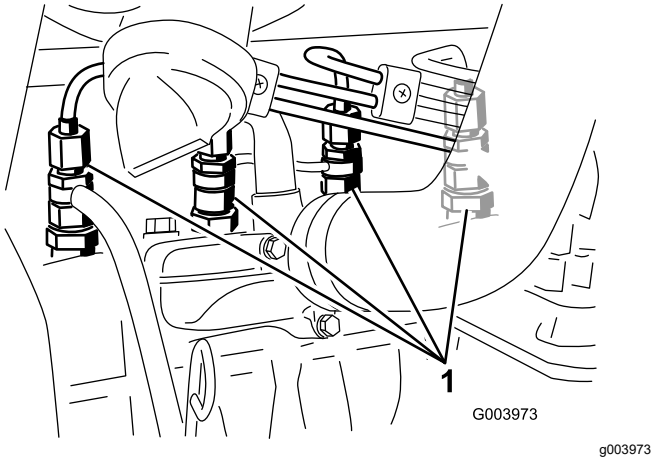

Figur 37
1. Lossa röranslutningen till munstycke nr 1 och hållaren (Figur 37).